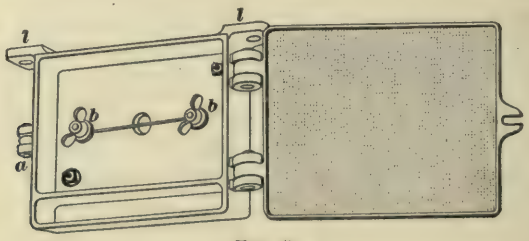

FIG. 45.
**40. The Walker Fuse Box.**—Fig. 45 is a perspective view of the Walker Company's fuse box; *a* is an asbestos-lined iron case; *b*, *b* are two thumbscrews to clamp the ends